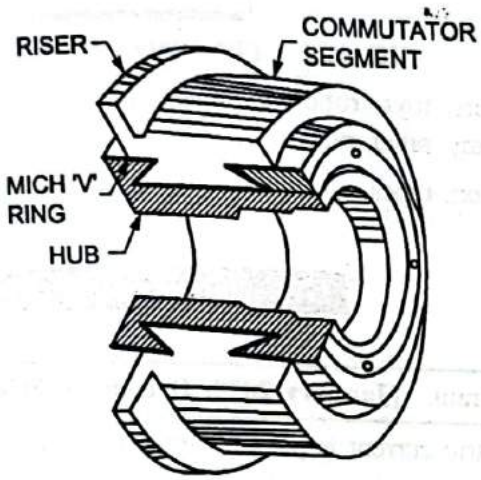

FIG. 4.28.11 : ISOMETRIC VIEW OF COMMUTATOR
- The strips are also insulated form the shaft with the help of mica ring. Figure 4.28.11 shows the view of the commutator.